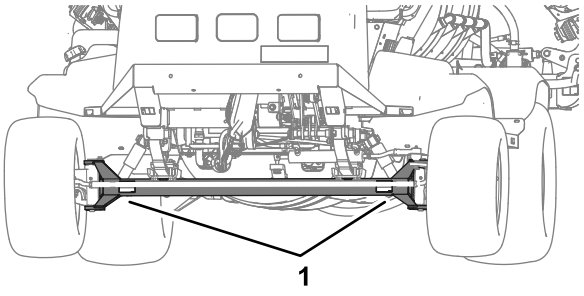
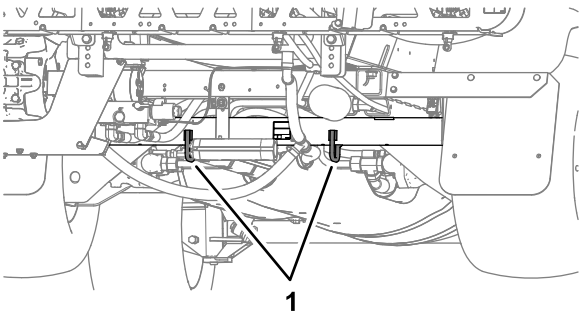

Figur 58
Figur 59
- Spänn fast maskinen så att den sitter säkert på transportfordonet. Maskinens fästpunkter visas i Figur 58 och Figur 59.